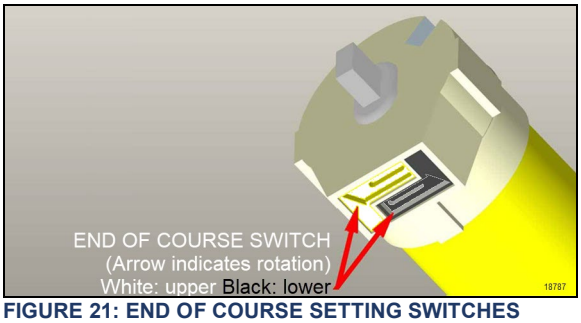

**FIGURE 21: END OF COURSE SETTING SWITCHES**
7. When satisfied with the position, depress the end of course button on the sunshade. With a screwdriver. Release when you hear a click (Figure 21)